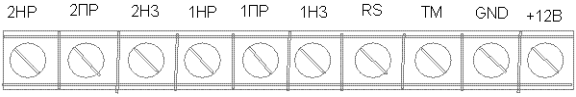

Рис.1
1. Подключить к разъему X2 на плате приемника системы «Лидер» исп. Л (рис.1) жгут ПС-01 – ПК (см. Приложение А).